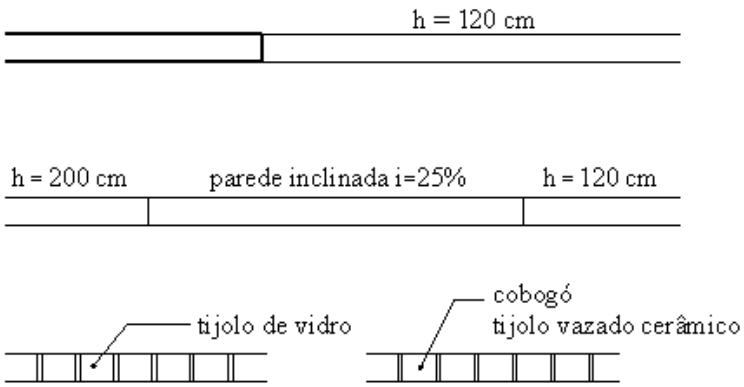

FIGURA 15
2) Paredes baixas e inclinadas devem ter, respectivamente, sua altura e sua inclinação indicadas. Quando a parede não for de alvenaria tradicional, deve ser indicado o tipo de material de que é constituída (FIGURA 15):